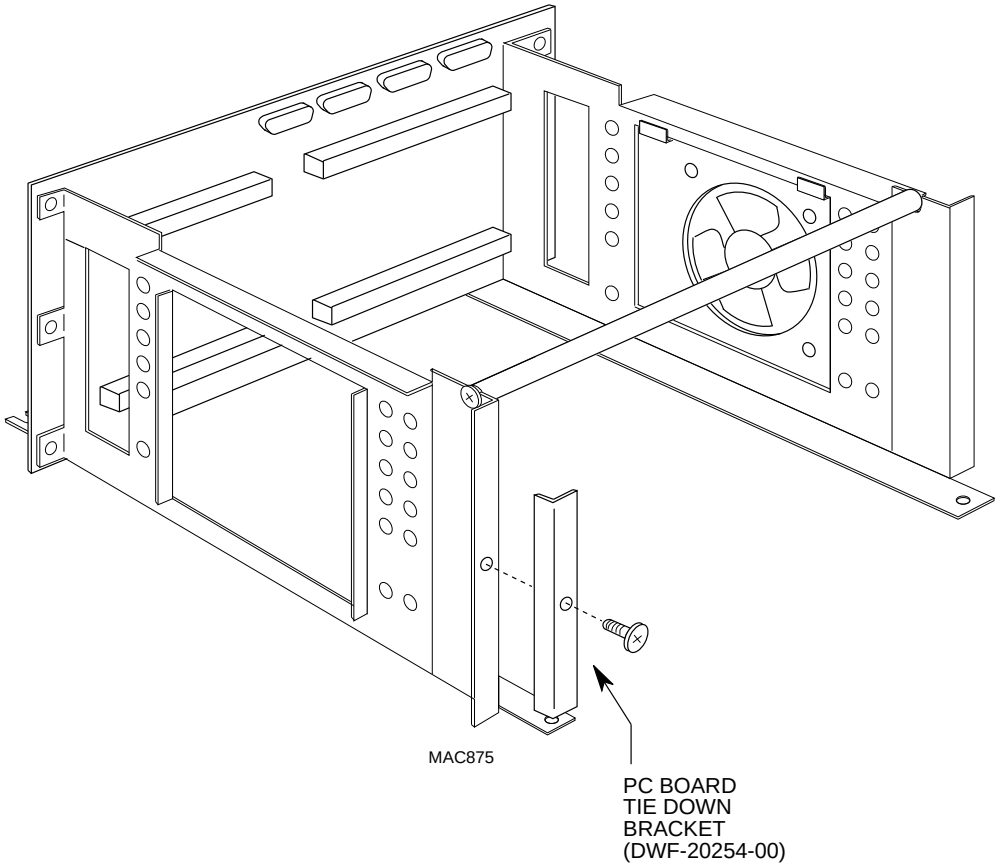

Figure C-11. PC Board Tie Down Bracket
There is a small right angle bracket that prevents boards (like the AM-520) from dislodging from the VME motherboard during shipment. This bracket (DWB-20254-00) is included in your installation kit and is held in place with a single phillips-head screw. The bracket is shown in Figure C-11:
8. The AM-520 board, which is installed only if you installed an optional two or six slot motherboard, is inserted into the top slot in the card cage. Once the board has been inserted, it is held in place with a tie-down bracket, like the one shown in Appendix C in Figure C-11.